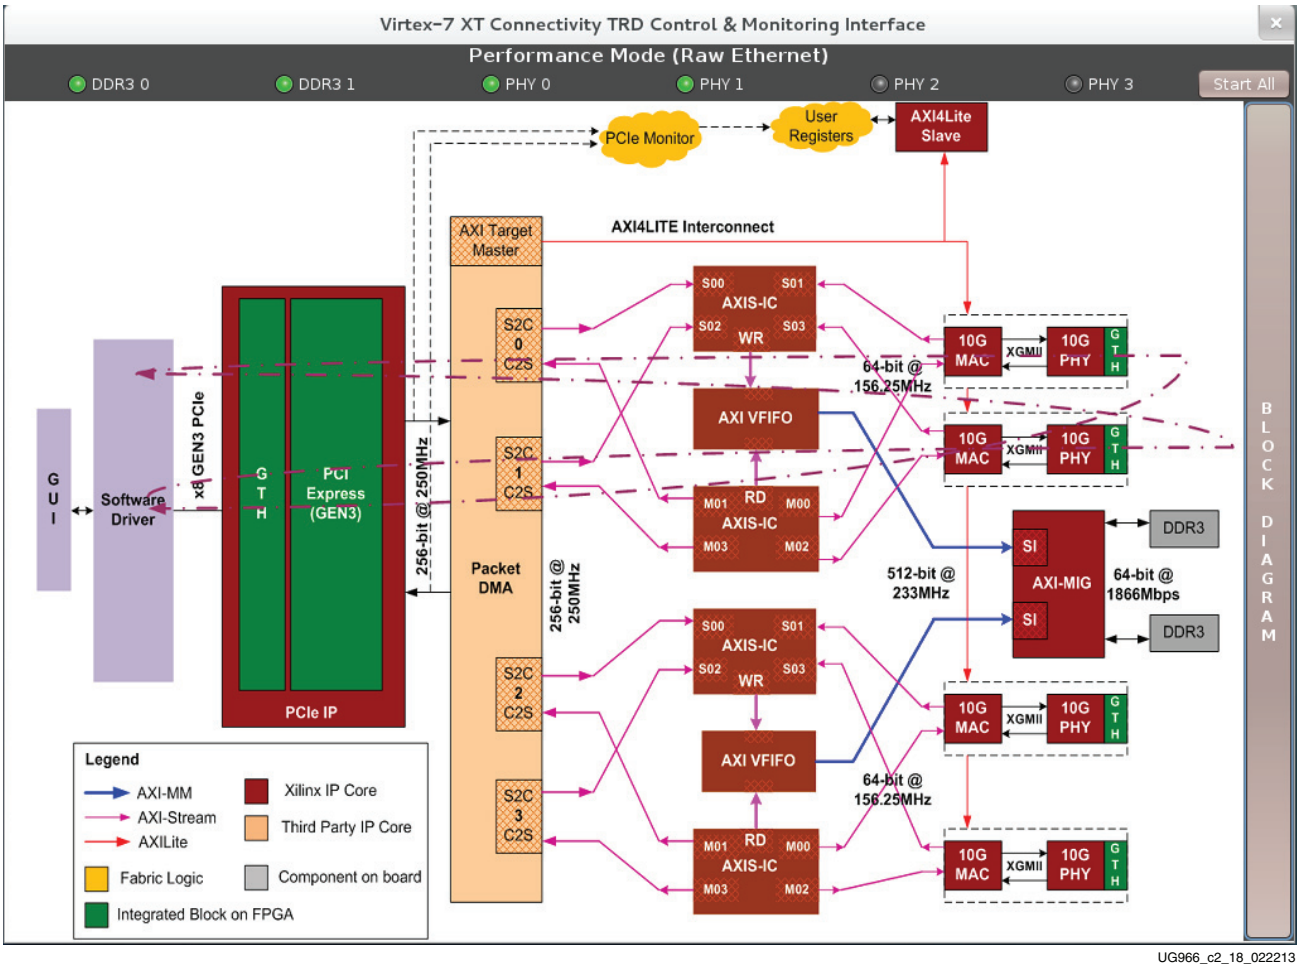

Figure 2-18: **Performance Mode (Raw Ethernet) Block Diagram**
5. Click on the **Block Diagram** tab on the right side of the GUI to bring up the block diagram of the TRD with the datapath highlighted for the selected mode. See Figure 2-18.